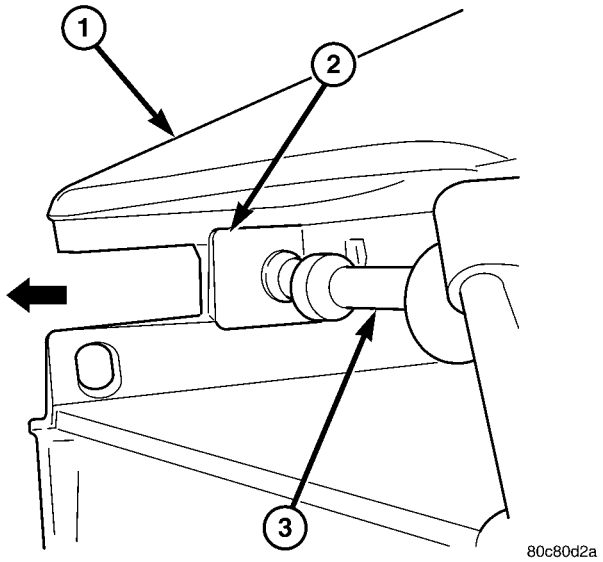

Fig. 4 SPEED CONTROL CABLE AT BRACKET - 3.7L / 4.7L
(6) Slide speed control cable plastic mount towards right of vehicle to remove cable from throttle body bracket (Fig. 4).
(7) Remove servo cable from servo. Refer to Servo Removal/Installation.